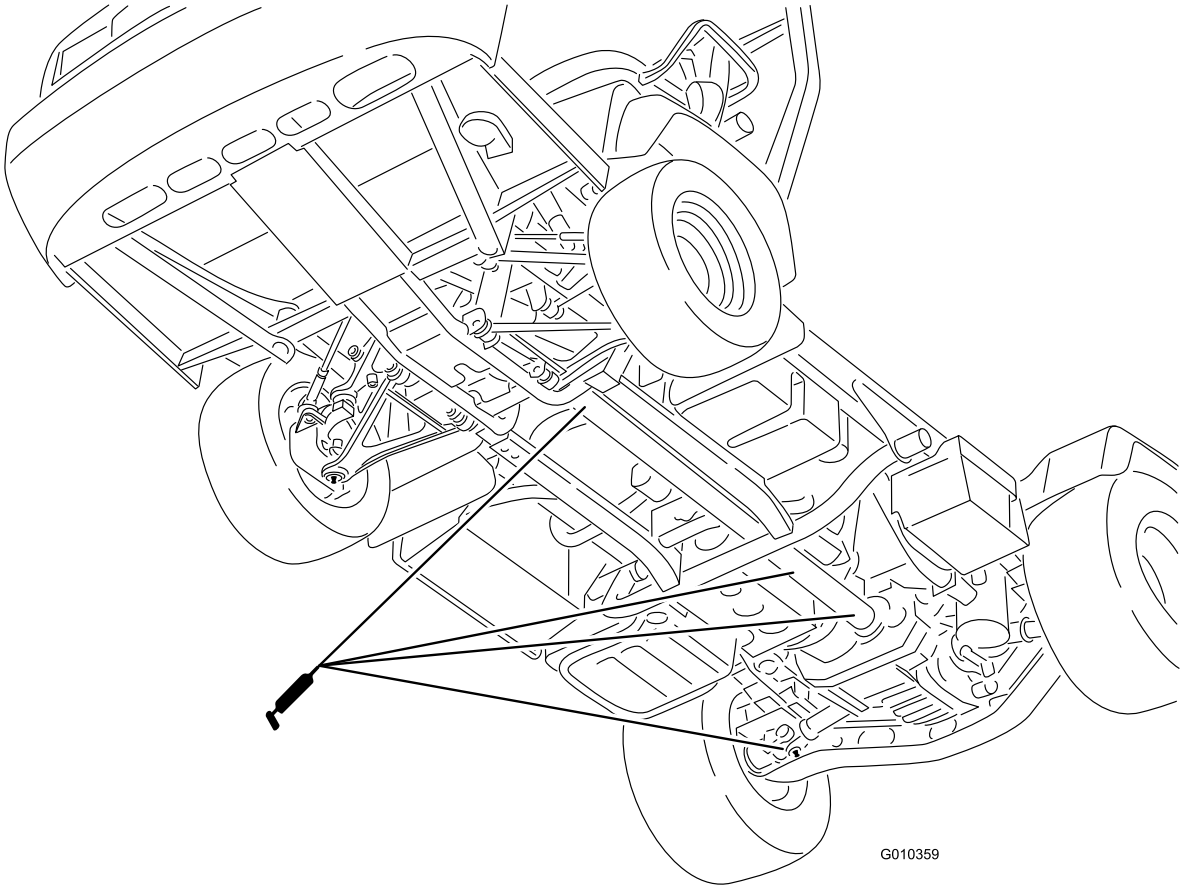

**Figur 42**
- U-samling (18) og drivaksel til firehjulstræk (3) som vist i Figur 42